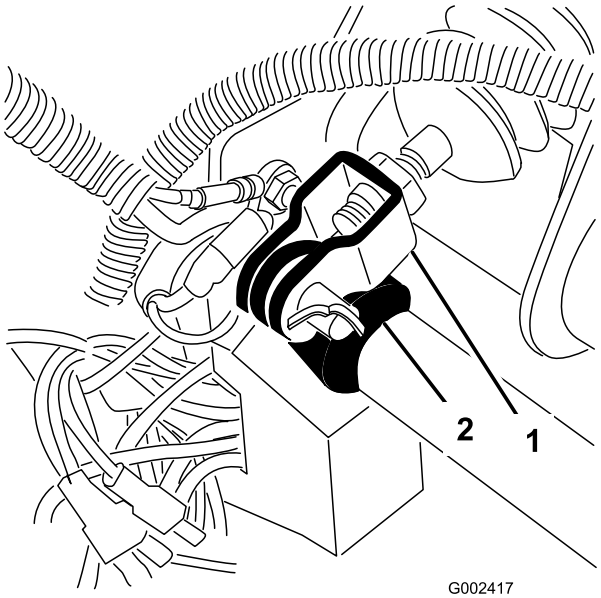

Figur 62
1. Fjern låseclipsen og gaffelbolten, som fastgør hovedcylindergaflen til bremsepedalens drejetap (Figur 62).